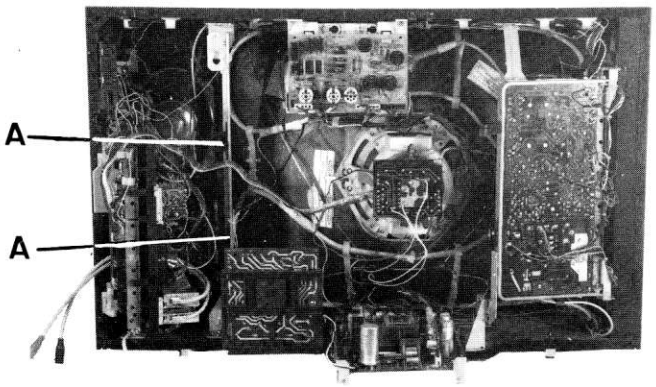
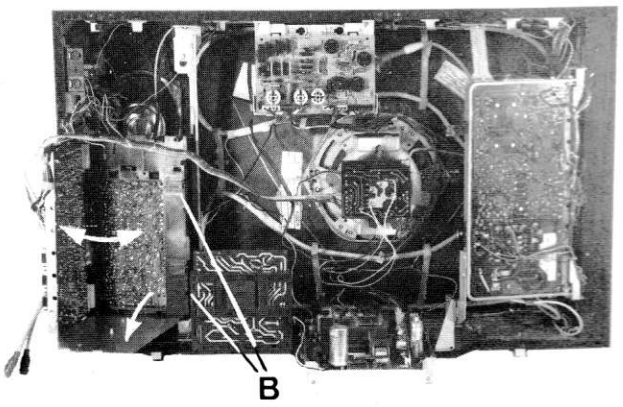

Fig : 3
Fig : 4
Bloc chroma FI - fig. 3 - fig 4
- Dégager les verrous A. puis faire pivoter le bloc vers la gauche - fig. 3
- Dégager les verrous B. pour séparer les deux platines - fig. 4
- Débrancher la liaison de masse en haut du blindage FI puis faire pivoter le blindage FI - fig. 4